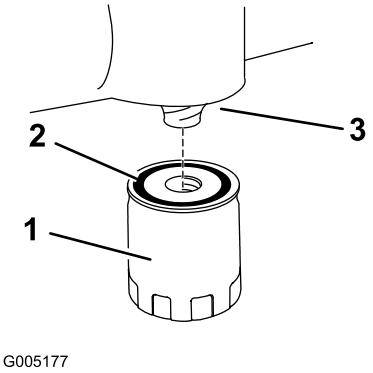

Figur 35
13. Monter det nye oliefilter på monteringspladen. Drej oliefilteret med uret, indtil gummipakningen berører underlaget. Spænd dernæst filteret yderligere 2/3 til 1/ omgang (Figur 35).